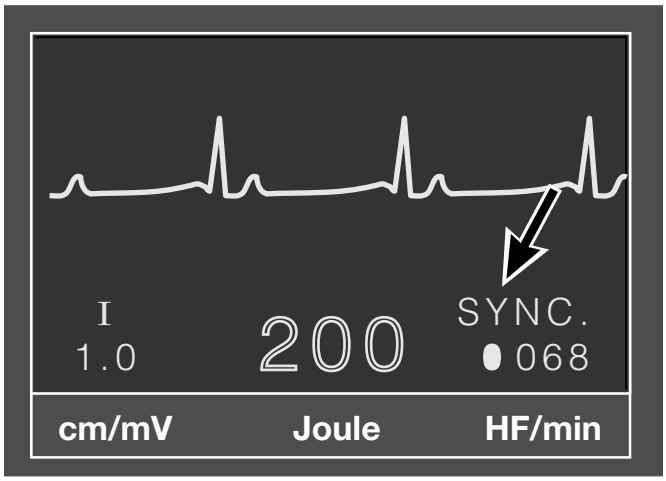

Bild 6-6. Anzeige der eingestellten Energie, Hinweis „SYNC“
- Überprüfen Sie, ob die Betriebsart „synchronisiert“ eingeschaltet ist (Bild 6-6); wenn nicht, schalten Sie diese mit Taste ein.
- Wählen Sie mit dem Energie-Wahlschalter ❼ die erforderliche Energie (Anzeige auf dem Bildschirm, Bild 6-6). Gleichzeitig erscheint jetzt auch der Hinweis „SYNC“.